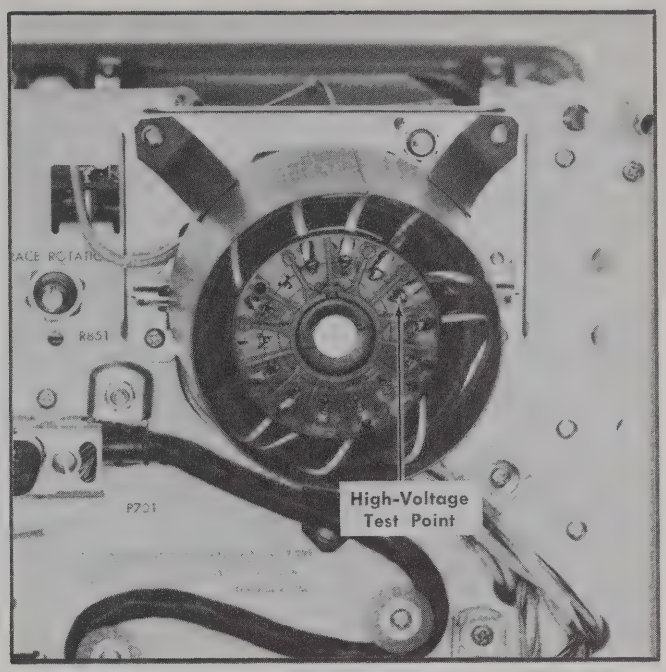

Fig. 6-5. Location of high-voltage test point (rear panel, protective cover removed).
b. Connect the DC voltmeter from the high-voltage test point (pin 3 of CRT socket, see Fig. 6-5) to chassis ground.